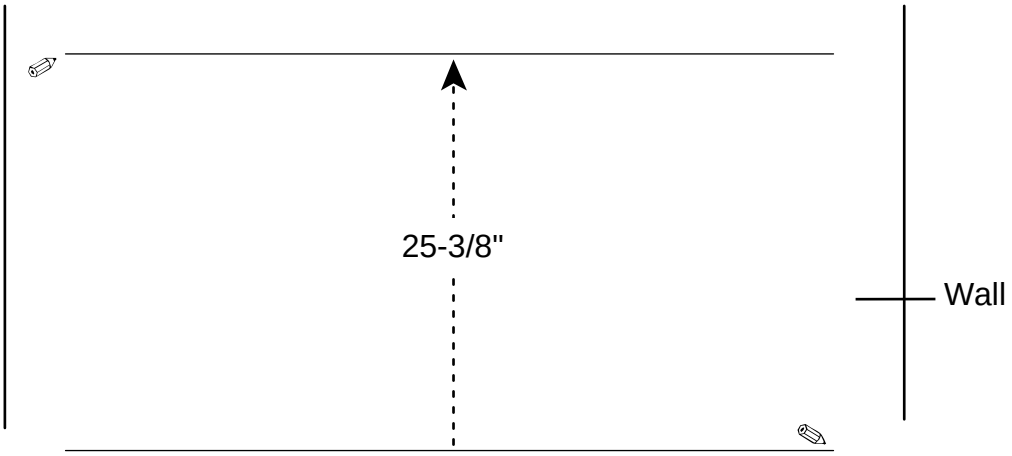

Fig. 1
1. Determine where you want the bottom of your mirror to end and draw a faint pencil line on the wall. Use a tape measure and measure up 25-3/8" from that line. Draw another faint line. The top line is where you attach the Mirror Wall Bracket (I). If you like, you can erase the faint bottom pencil mark. See Figure 1.